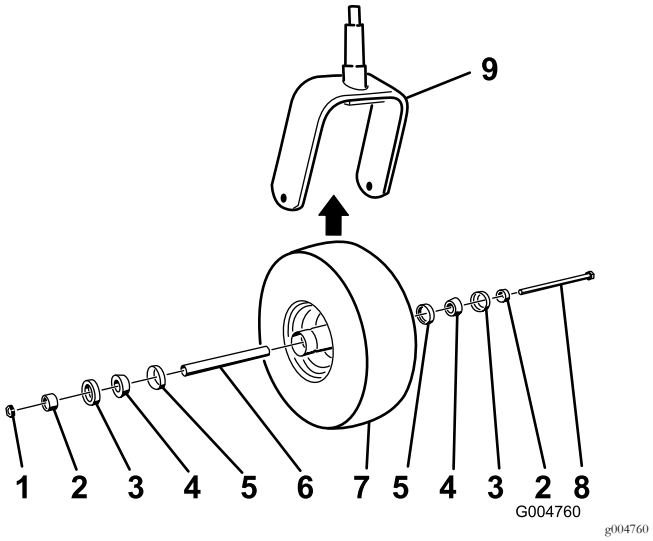

Figur 46
2. Fjern låsemøtrikken fra bolten (Figur 46).
5. Saml styrehjulet ved at skubbe konuslejet og lejetætningerne, der er godt pakket med fedt, ind i hjulnavet. Delene skal være placeret som vist i Figur 46.